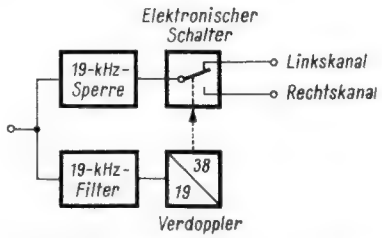

Bild 3. Decodierung nach dem Abtastverfahren
3. Das *Abtast-* oder *Schalterverfahren*, einfach zu realisieren und schwerer zu verstehen, *Bild 3*.
Auch zum Abtastverfahren noch einige Worte. Liegt dem Matrix-Verfahren die Frequenzmultiplex-Anschauung zu Grunde, so arbeitet das Abtastverfahren im Zeitmultiplex. Das zeigt Bild 3. Das Pilotsignal wird über ein Filter abgetrennt und zur Erzeugung des Hilfsträgers verwendet. Der 38-kHz-Hilfsträger betätigt nun, etwas vereinfacht gesagt, einen elektronischen Schalter, mit dem das übrige Multiplexsignal (allerdings ohne den Pilotton) abwechselnd an den linken und an den rechten Nf-Kanal gelegt wird. Als Schalter wird meist ein Ringmodulator verwendet. (Natürlich muß beim „Schalten" auch die Demodulation des Differenzsignals vorgenommen werden.)